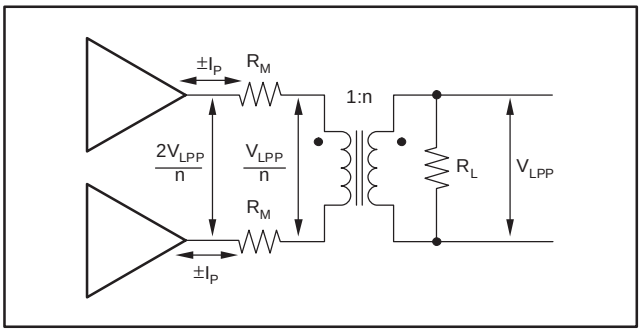
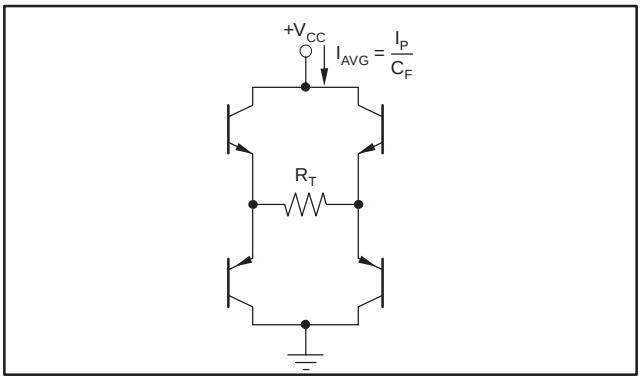

Figure 7. Driver Peak Output Model
Figure 9. Output Stage Power Model
With V_{LPP} defined in Equation 7 and R_M defined in Equation 2. The peak current is computed in Figure 7 by noting that the total load is $4R_M$ and that the peak current is half of the peak-to-peak calculated using V_{LPP}.
The total internal power dissipation for the OPA2674 in an xDSL line driver application will be the sum of the quiescent power and the output stage power. The OPA2674 holds a relatively constant quiescent current versus supply voltage—giving a power contribution that is simply the quiescent current times the supply voltage used (the supply voltage will be greater than the solution given in Equation 10). The total output stage power may be computed with reference to Figure 9.
The two output stages used to drive the load of Figure 7 can be seen as an H-Bridge in Figure 9. The average current drawn from the supply into this H-Bridge and load will be the peak current in the load given by Equation 8 divided by the crest factor (CF) for the xDSL modulation. This total power from the supply is then reduced by the power in R_T to leave the power dissipated internal to the drivers in the four output stage transistors. That power is simply the target line power used in Equation 2 plus the power lost in the matching elements (R_M). In the examples here, a perfect match is targeted giving the same power in the matching elements as in the load. The output stage power is then set by Equation 11.